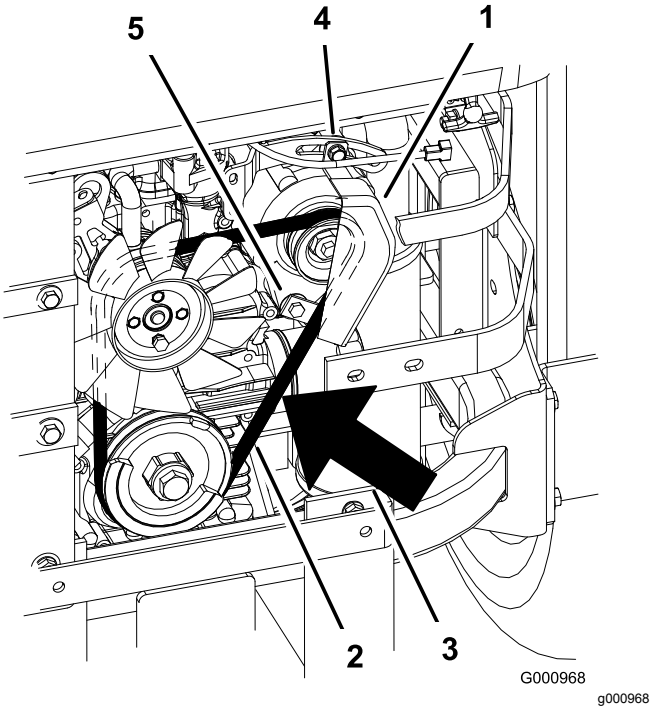

Figur 95
2. Juster generatoren til utsiden inntil du kan trykke ned remmene med 7 til 9 mm mellom motoren og generatorens remskiver med 98,3 N styrke (Figur 95).
5. Hvis svikten er korrekt, strammer du øvre og nedre bolt (Figur 95).